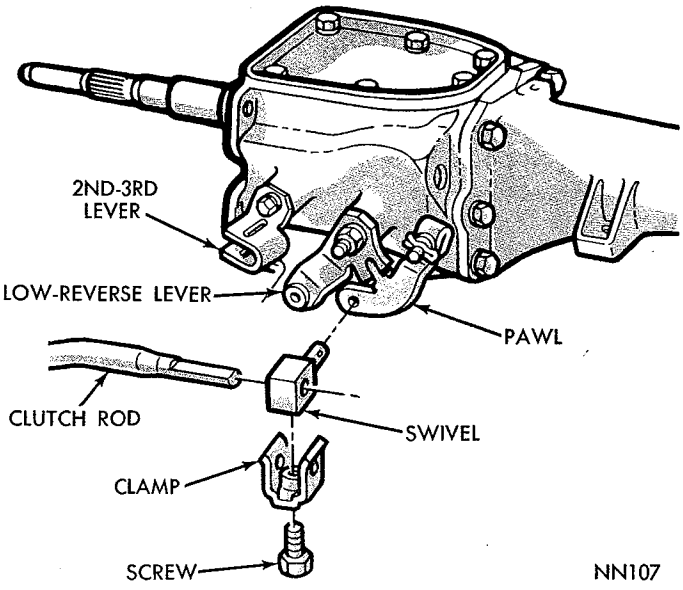

*Fig. 6—Gearshift Interlock*
(7) Shift transmission into neutral (Fig. 6). Make sure clutch pedal free play is adjusted to specifications.